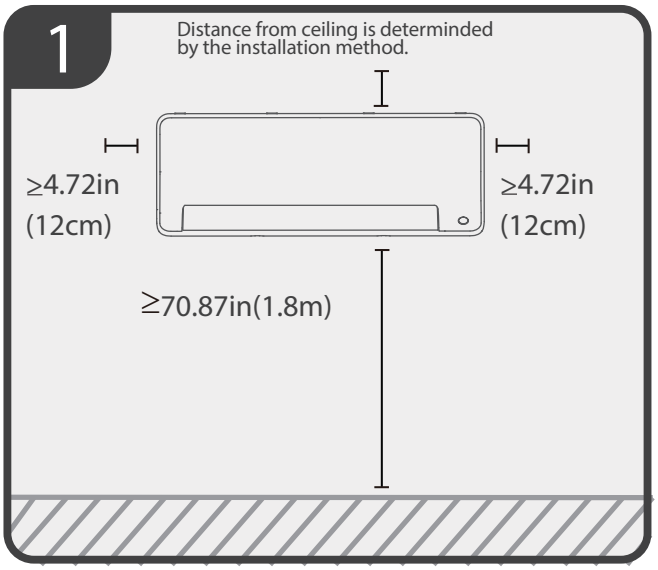

**Fig. 5 — Indoor Unit Clearances**
**Clearance -** Provide adequate clearance for airflow. see Fig. 5 — on page 6.